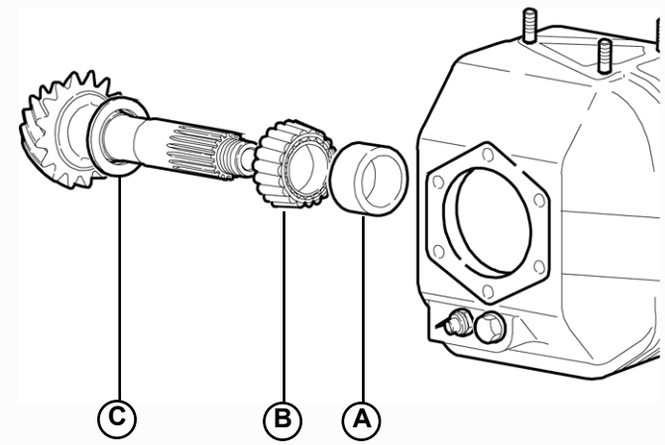

Fig.3
- Install the tentative shim (**A-Fig.3**)to the pinion:
- Install the taper roller bearing to the pinion (**B-Fig.3**).
- Install the tentative spacer (**C-Fig.3**) to the pinion: